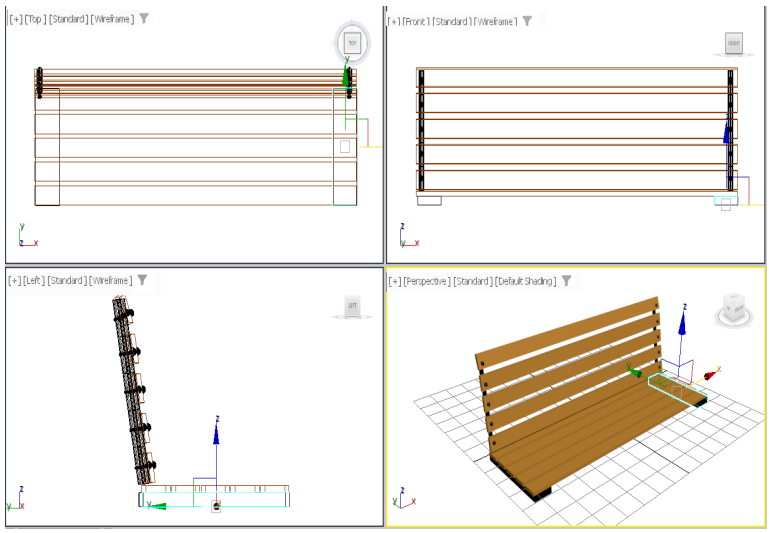

Figure 2-88 *Alignment of leg support002 with horizontal seat support*
7. Choose the **Select and Move** tool and align *leg support002* to *horizontal seat support* in all viewports, as shown in Figure 2-88.